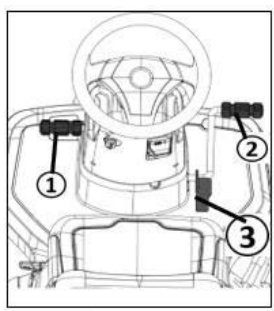

Figure 22
Forwards	Press the front pedal (Figure 18 E, Figure 22 ②) to drive forwards.
Reverse	Press the rear pedal (Figure 18 E, Figure 22 ③) to drive backwards. **Note:** The speed is limited when the mowing mechanism is switched on. Mowing in reverse (see chapter 7.6.2"Mowing in reverse")